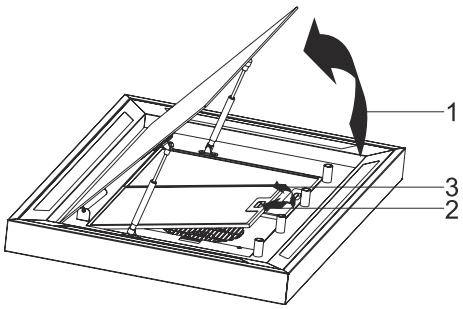

Fig. 17
1. Lyft glaslocket (Fig. 17/1)
Tryck på flikarna i fettfiltret (Fig. 17/2) och ta bort det (Fig. 17/3)